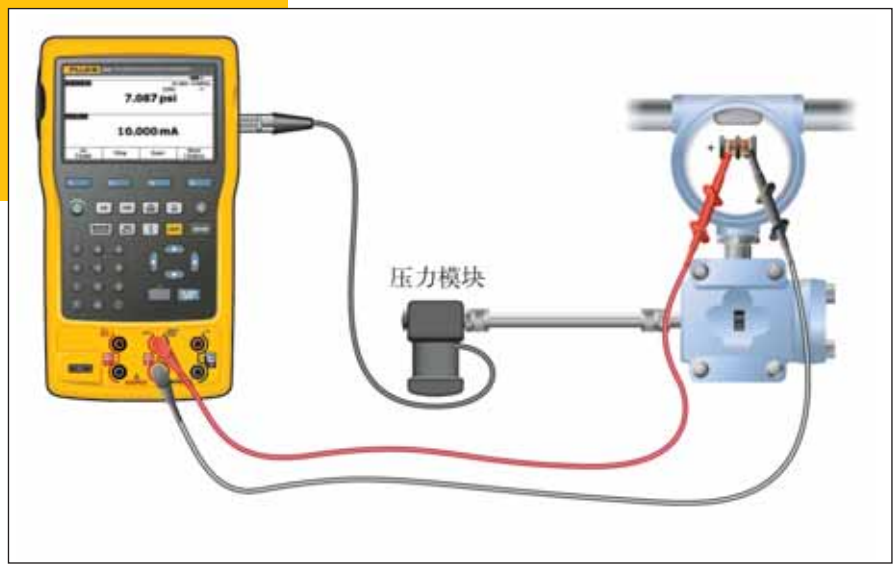

图 12.
1. 将压力模块连接至DPC。将I至P的输出连接至压力模块的输入。如果使用的是差压模块，确保(本例中)该模块为15 PSI模块，并连接至标有“H”的输入(图12)。
2. 将DPC中间的两个香蕉插孔连接至I至P装置上施加控制电流的输入(图12)。